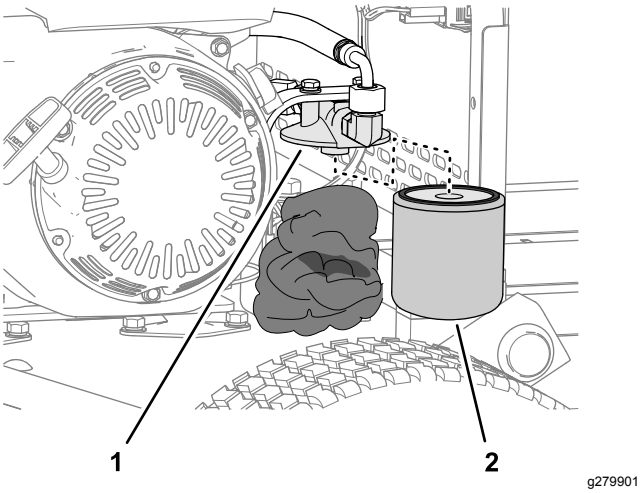

Figure 37
2. Enfoncez des chiffons sous le filtre hydraulique (Figure 37).
3. Déposez le filtre hydraulique avec précaution (Figure 37).
5. Installez le filtre sur la tête de filtre à la main (Figure 37) jusqu'à ce que le joint touche la tête de filtre, puis vissez encore le filtre de 3/4 de tour.